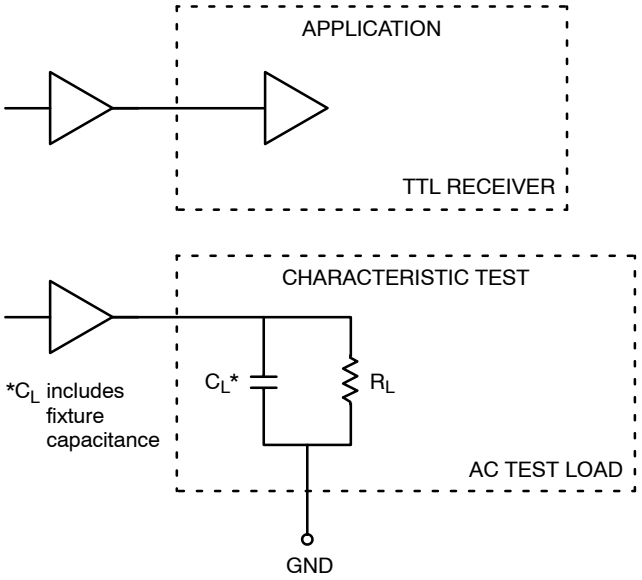

Figure 3. TTL Output Loading Used for Device Evaluation
5. Measured with a 750 mV 50% duty−cycle clock source. R_L = 500 Ω to GND and C_L = 20 pF to GND. Refer to Figure 3.